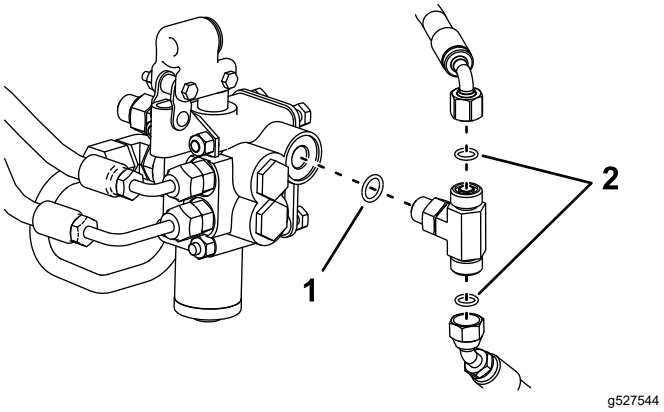

Bild 7
F. Ersetzen Sie die O-Ringe am T-Anschlussstück durch neue O-Ringe wie in Bild 7 dargestellt.